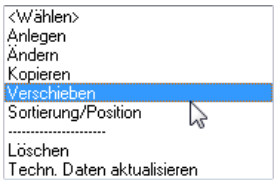

Bild 27.67 – *Seite,* Menüpunkt *Verschieben*
- Wählen Sie die Quellseite, hier die im vorigen Abschnitt kopierte Seite *1. Teilhydraulik*. Klicken Sie im Listenmenü der Seiten auf *Verschieben* (Abb. 27.67).